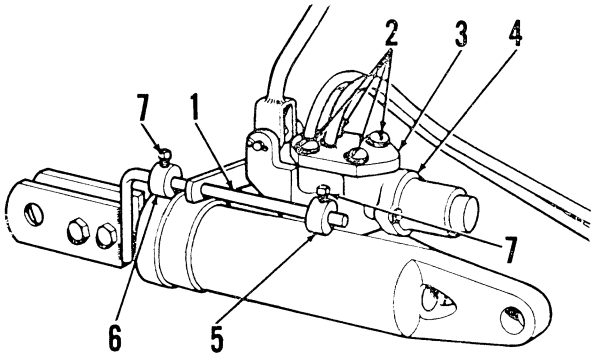

***Fig. MH32—Pony hydraulic cylinder and control valve assembly.***
70. Stops (5 & 6—Fig. MH32) may be adjusted to obtain the desired raised and lowered positions of the particular implement being used, by loosening the square head set screws (7) and moving the stops on rod (1). Adjust stop (6) to obtain the desired lowered position, and stop (5) to obtain the desired raised position.
71. It is recommended that hydraulic cylinder and control valve be removed from tractor as a unit so as to eliminate dirt and oil leakage which are inevitable if units are disassembled and reassembled on tractor. Remove cap from drain pipe in the oil reservoir and allow reservoir to drain. Remove hydraulic lines pad (3—Fig. MH32) from the control valve. Remove the two cylinder attaching cotter keys and pins and lower cylinder and control valve (as a unit) away from tractor. Separate control valve from cylinder by removing the two control valve attaching cap screws.